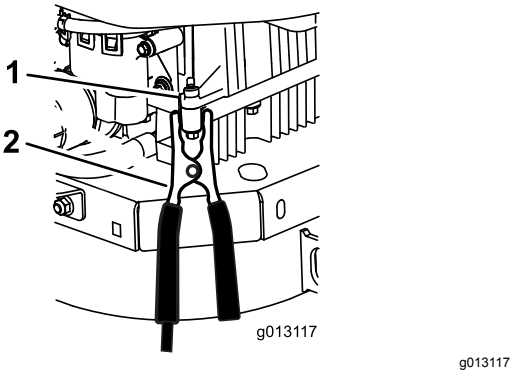

Figur 50
6. Utfør den endelige koblingen på **motorblokken** (ikke på den negative batteripolen) maskinen med utladet batteri, borte fra batteriet og hold avstand (Figur 50).